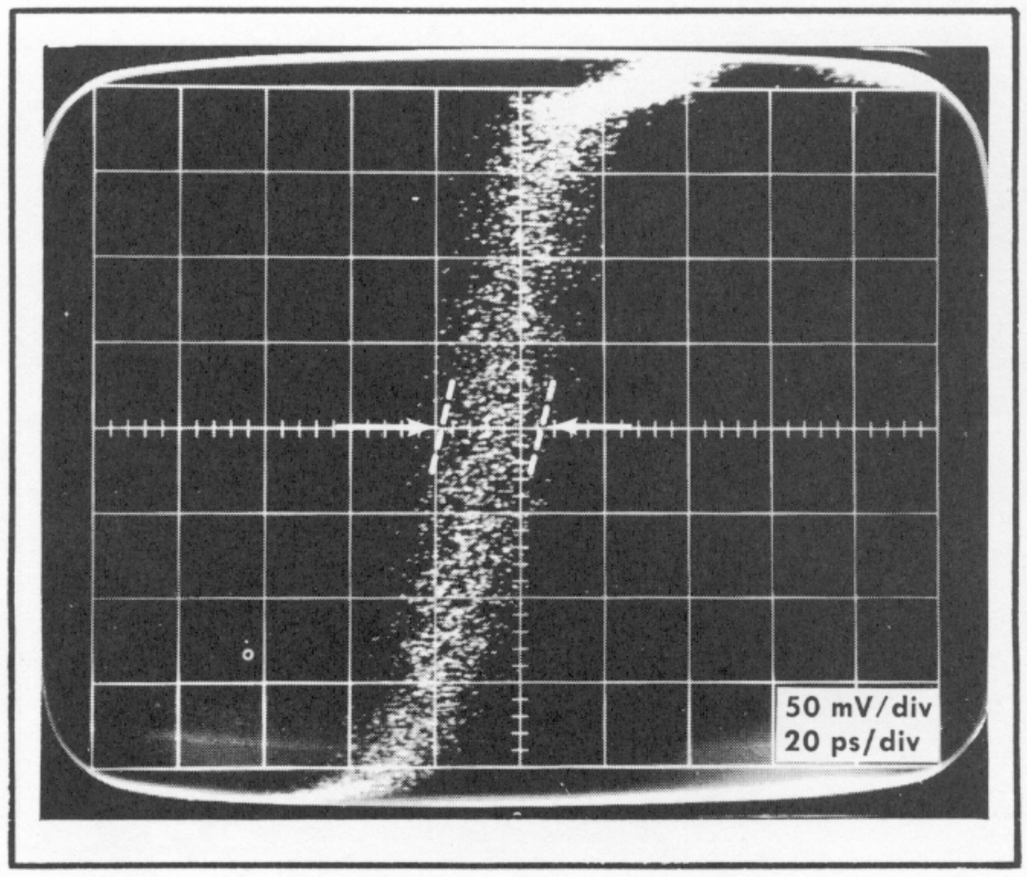

Fig. 5-8. Jitter measurement.
d. Determine the jitter by measuring 90% of the dot density on the rising portion, see Fig. 5-8.